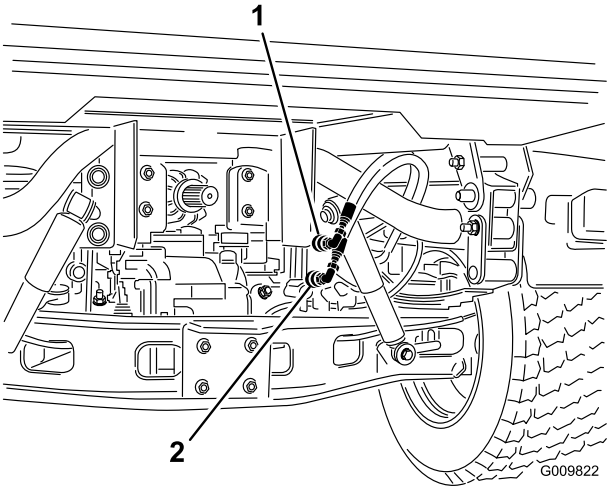

Figur 16
2. På fordon med serienummer som är 240000001 och högre kopplar du från de två lyftcylinderslangarna från slangarna som har fästs vid kopplingsfästet (Figur 16). För in hylsor i cylinderslangens snabbkopplingar.